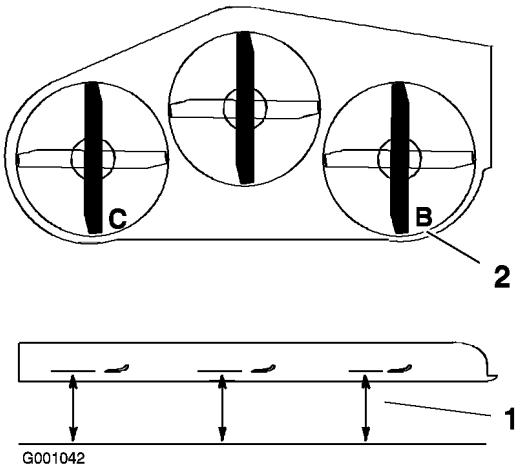

Figur 72
1. Ställ in den högra knivens främre-bakre lutning (Figur 72).
2. Mät höger kniv vid punkt **B**, från en plan yta till knivens egg (Figur 72).
4. Ställ in den vänstra knivens främre-bakre lutning (Figur 72).
5. Mät vänster kniv vid punkt **C** (Figur 72), från en plan yta till knivens egg.